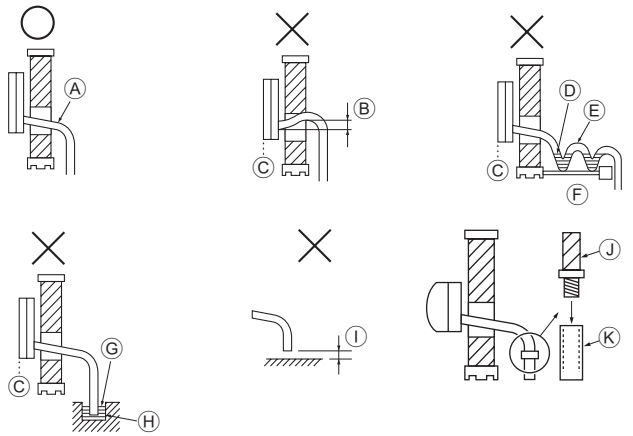

Fig. 5-1
5.1. Mise en place du tuyau d’écoulement (Fig. 5-1)